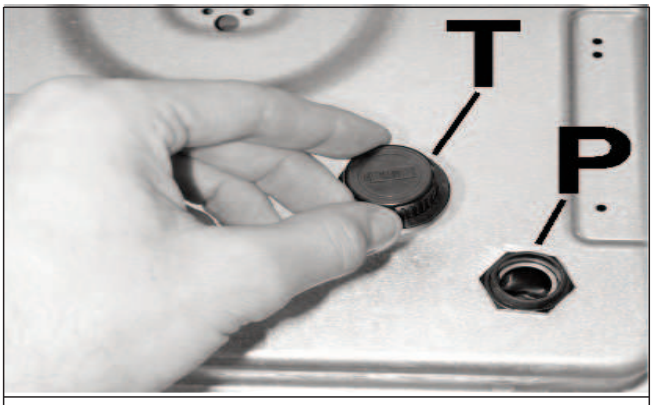

FIG. 12
- Desatornillar el tapón del encendido "T" (véase fig. 12) e introducir una batería de 1.5 V (que no se entrega con el aparato) con la polaridad "+" hacia el interior. Colocar de nuevo el tapón.